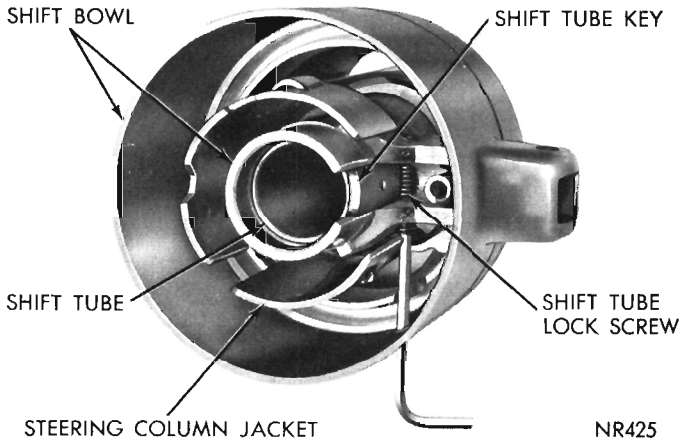

Fig. 7—Removing or Installing Shift Tube Lock Screw
(9) Through hole in shift bowl, remove shift tube lock screw. Slide shift tube out lower end of jacket and remove bowl from upper end (Fig. 7).
(2) Place shift bowl on column jacket. Slide shift tube up column aligning key with slot in shift bowl. With tube bottomed in bowl install lock screw (Fig. 7).
(3) Insert turn signal switch wires through turn signal switch cover. Place bearing assembly under switch and position both assemblies in cover, matching screw holes in all three units. Insert 3 screws in the respective holes and while holding in a horizontal